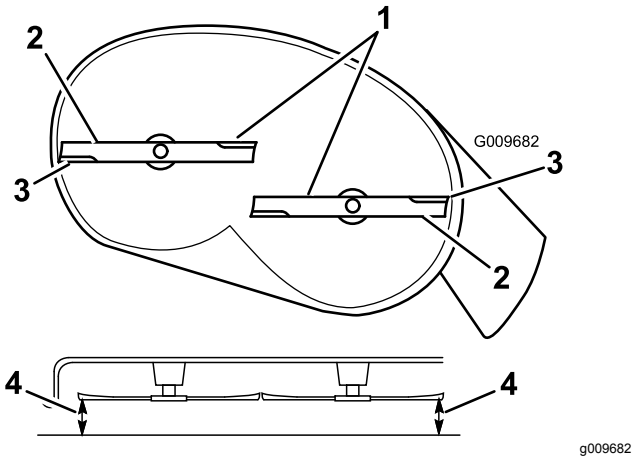
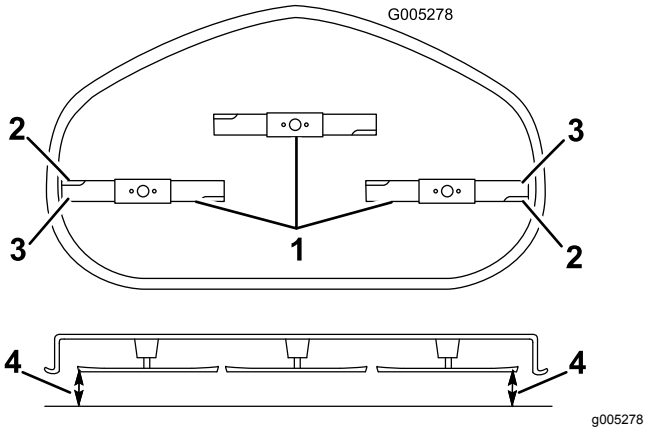

Figur 59
Figur 60
4. Drej forsigtigt skærekniven(e), så de alle er tværgående (Figur 59 og Figur 60).
5. Mål mellem de udvendige skærekanter og den plane overflade (Figur 59).